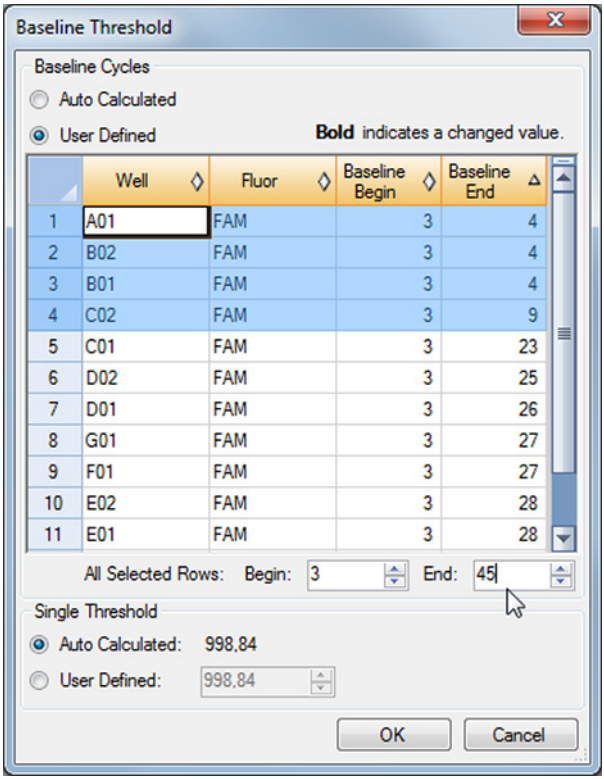

Figure 5: Boîte de dialogue Baseline Threshold (Seuil de référence)
3. Dans la barre de menus de la fenêtre Data Analysis (Analyse des données), cliquez sur **Settings** → **Baseline Threshold...** (Paramètres → Seuil de référence...) pour ouvrir la boîte de dialogue Baseline Threshold (Seuil de référence) (voir la figure 5).
5. Sélectionnez toutes les lignes qui indiquent une valeur **Baseline End** (Extrémité de référence) comprise entre 1-9 (voir la figure 5).
6. Définissez la valeur dans le champ **End:** (Extrémité :) sur 45 pour les lignes sélectionnées (voir la figure 5).
9. Répétez les étapes 3 à 7 pour le canal de détection VIC™ (IC).